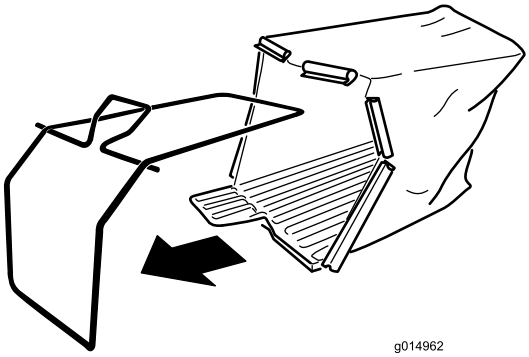

Figuur 5
1. Schuif de zak over het draadframe; zie Figuur 5.